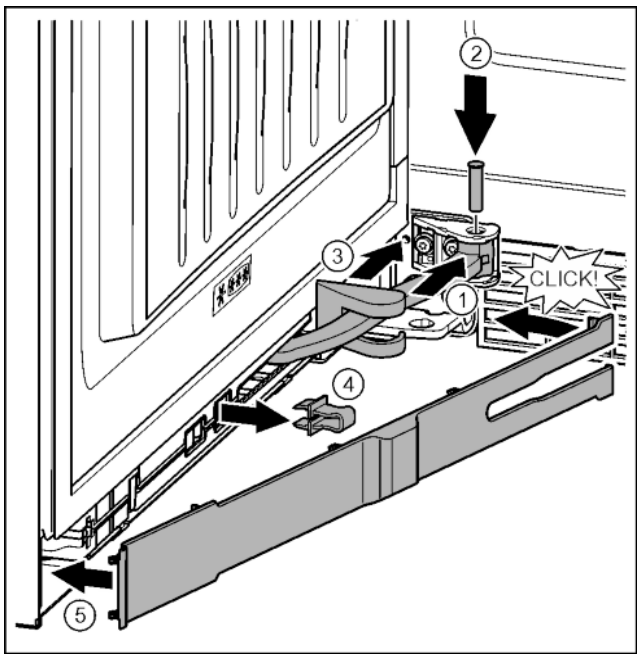

Fig. 43
- ▶ Turn the hinge in the mount. *Fig. 43 (1)*
- ▶ Insert the bolt with a T15 screwdriver in the mount and hinge. Make sure that the catch mechanism is sitting correctly in the groove. *Fig. 43 (2)*
- ▶ Push the bearing bracket cover along the hinge and fit on the mount. *Fig. 43 (3)*
- ▶ Remove the locking device. *Fig. 43 (4)*
- ▶ Position the panel on the handle side and swing it in. *Fig. 43 (5)*